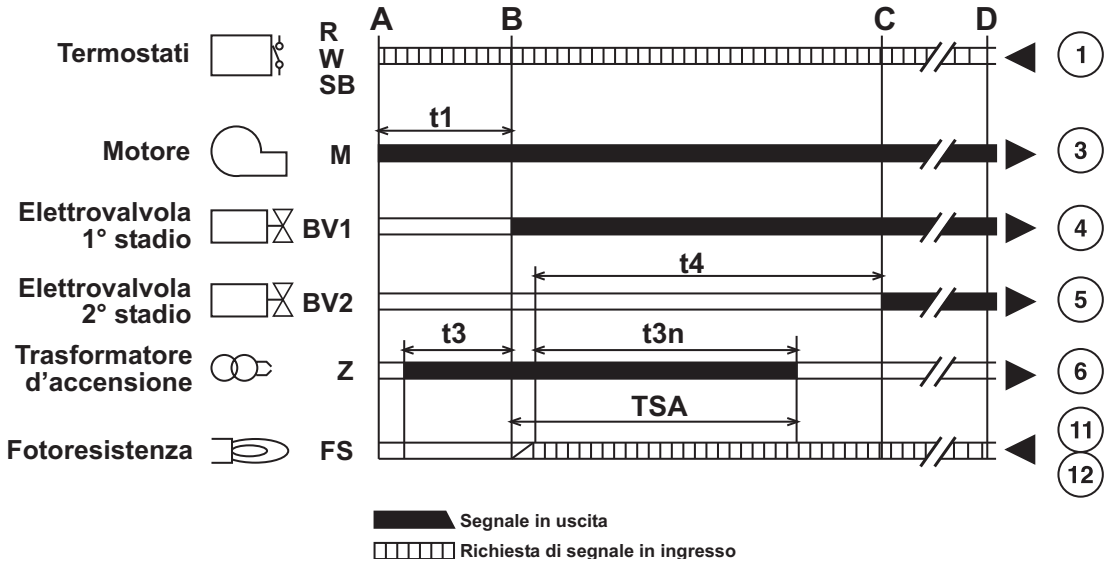

fig. 8
- Inizia il funzionamento secondo il diagramma di fig. 8: